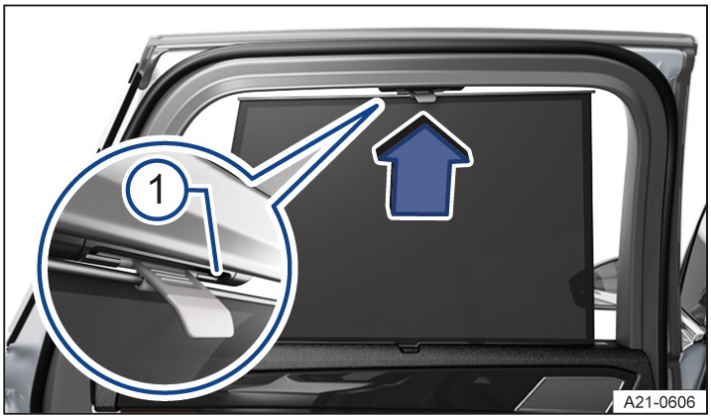

Fig. 1 In the right window: sunshade (general example).
1. Pull the sunshade all the way upward by the handle in the direction of the arrow→ *fig. 1*.
2. Secure the rod with both eyelets in its holder→ *fig. 1* (1).